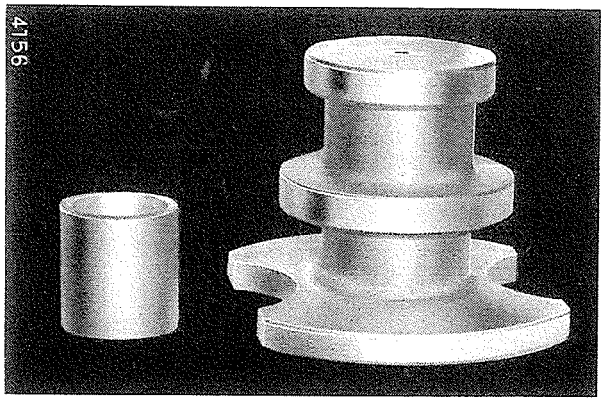
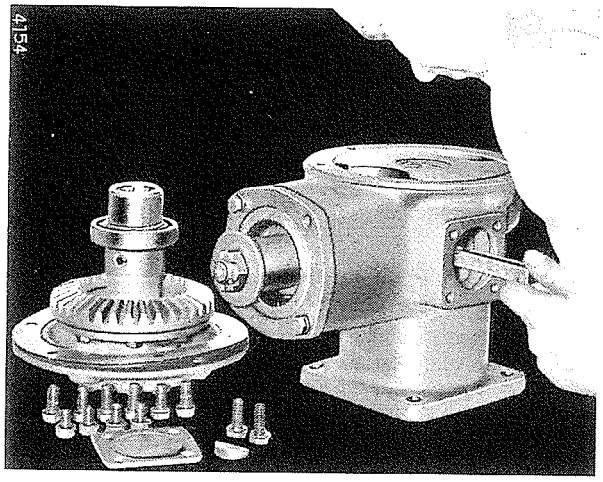
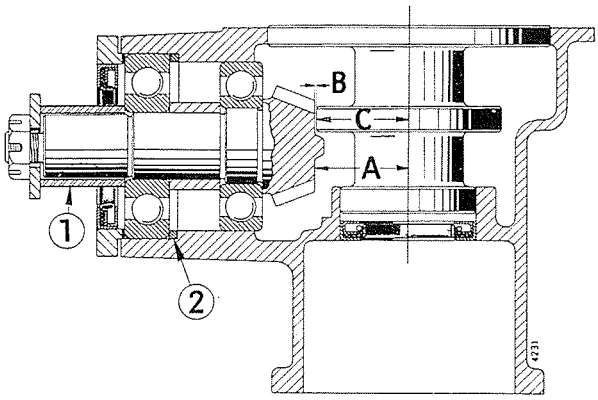

Bild 393
Bild 394
Bild 396
Um die Stärke des erforderlichen Abstandringes zu ermitteln, wird Einstellehre Nr. 44, Bild 393, in das Riemenscheibengehäuse eingesetzt, Bild 396.
Die Ritzelwelle mit einem beliebigen der obengenannten Abstandringe vorschriftsmäßig in das Gehäuse einsetzen. Statt der Riemenscheibe die zum Einstellwerkzeug gehörende Hilfsbüchse Nr. 45 montieren, Bild 394, und (1), Bild 396.